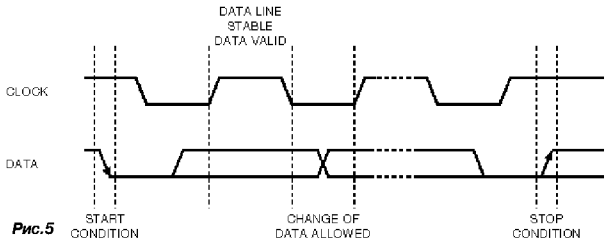

Рис.5
-Изменения SDA при «1» на SCL интерпретируются как сигналы управления (***рис.5***).